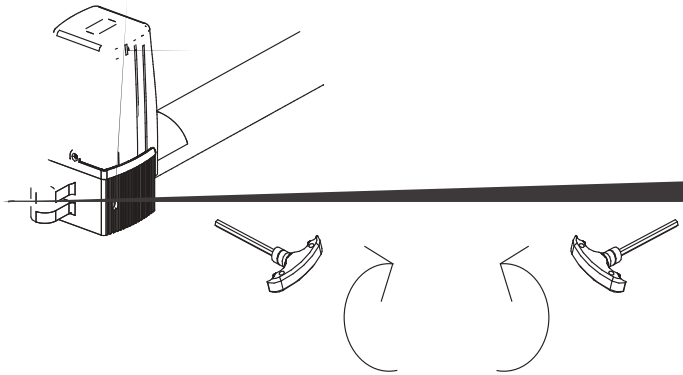

Rys. 6
4. Przed montażem napędu odblokuj go. Zdejmij osłonę, włóż i obróć klucz zwalniający (Rys. 6). Po odblokowaniu napędu powinno się łatwo rozciągnąć teleskopowe ramię napędu.